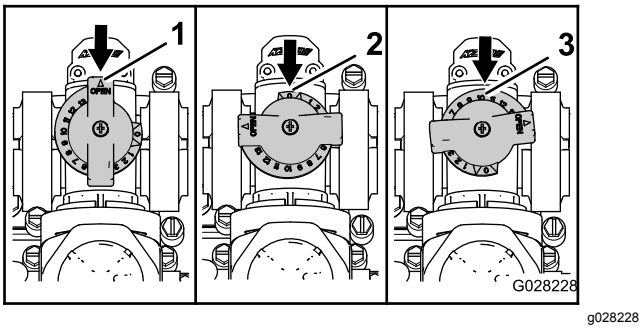

Figuur 30
- De mengomloopklep staat in de stand Open zoals getoond in A van Figuur 30.
- De mengomloopklep staat in de stand Gesloten (0) zoals getoond in B van Figuur 30.
- De mengomloopklep staat in een tussenstand (naargelang de drukmeter voor het spuitsysteem) zoals getoond in C van Figuur 30.